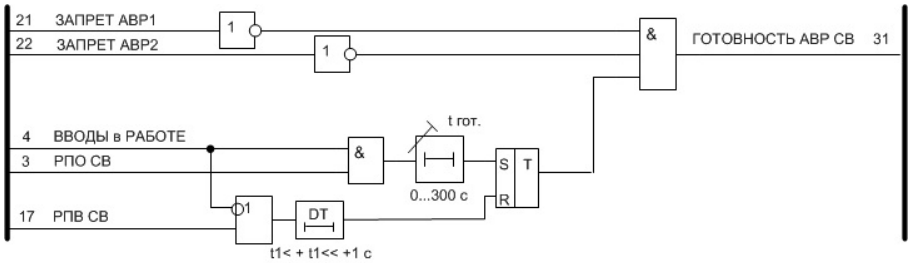

Рисунок 1.4.5 – Схема отключения секционного выключателя
- секционный выключатель отключен (рисунок 1.4.5).